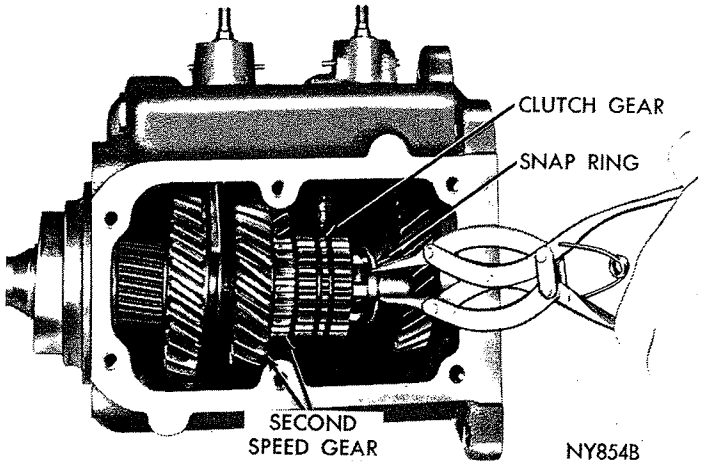

*Fig. 19—Removing or Installing Snap Ring*
(3) Remove clutch gear retaining snap ring, using snap ring pliers (Fig. 19). Slide clutch gear off end of the mainshaft.